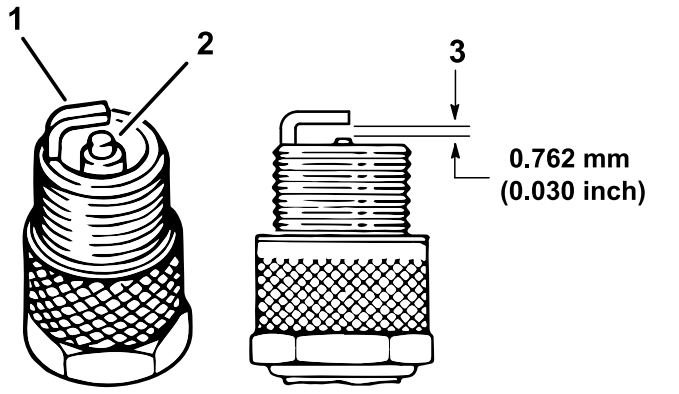

Bild 43
4. Prüfen Sie den Zustand der Seitenelektrode, der zentralen Elektrode und der Isolierung um die zentrale Elektrode, um sicherzustellen, dass nirgendwo Defekte aufgetreten sind (Bild 43).
5. Stellen Sie den Abstand zwischen der mittleren und seitlichen Elektrode auf 0,76 mm ein, wie in Bild 43 abgebildet.